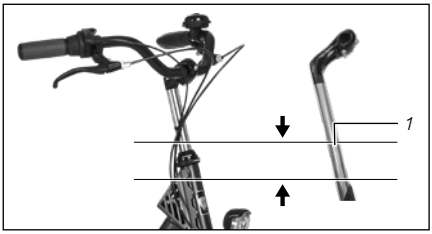

Fig. :23
- Faites coulisser la potence plongeur vers le haut jusqu'à ce que le repère ne soit plus visible *(voir « Fig. :23 (1) »).*